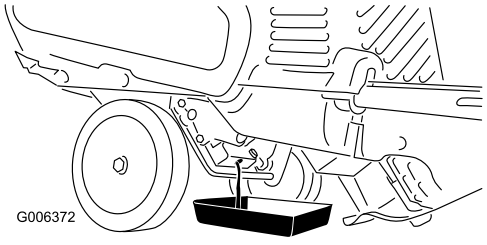

Figure 26
3. Place an oil-drain pan under the oil-drain plug, remove the oil drain plug, and tip the machine backward and drain the used oil in the oil-drain pan Figure 26).